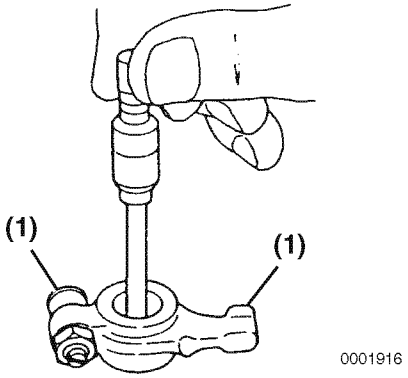

Figure 6-16
Use a test indicator and micrometer to determine if the inside diameter of all the rocker arm support brackets and the rocker arms **(Figure 6-16)** are within the specified limits. *See Rocker Arm and Shaft on page 6-9 for the service limit.*
Inspect the contact areas **(Figure 6-16, (1))** for excessive wear or damage.